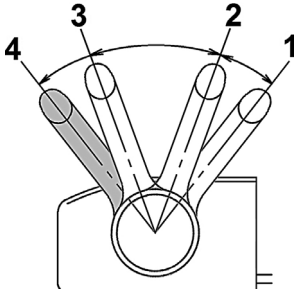

Рис. 13 Остановка двигателя
3. Переведите рычаг газа в положение *«4» (Рис. 13).*